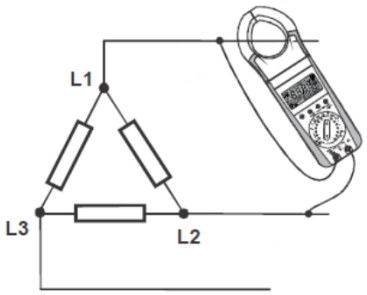

Fig. 12.2.1 · 3P3W
12.2 Symmetrisk 3W. 1. Välj 3W och därefter BAL med upp/ned. 2. Displayen visar L1-2 och I-1. Anslut fas 1-2 enligt fig. 12.2.1. 3. Tryck på den gula funktionstangenten för att visa skenbar effekt och PF. 4. Parametrarna uppdateras fortlöpande. Vänta, lossa alla anslutningar och granska data.